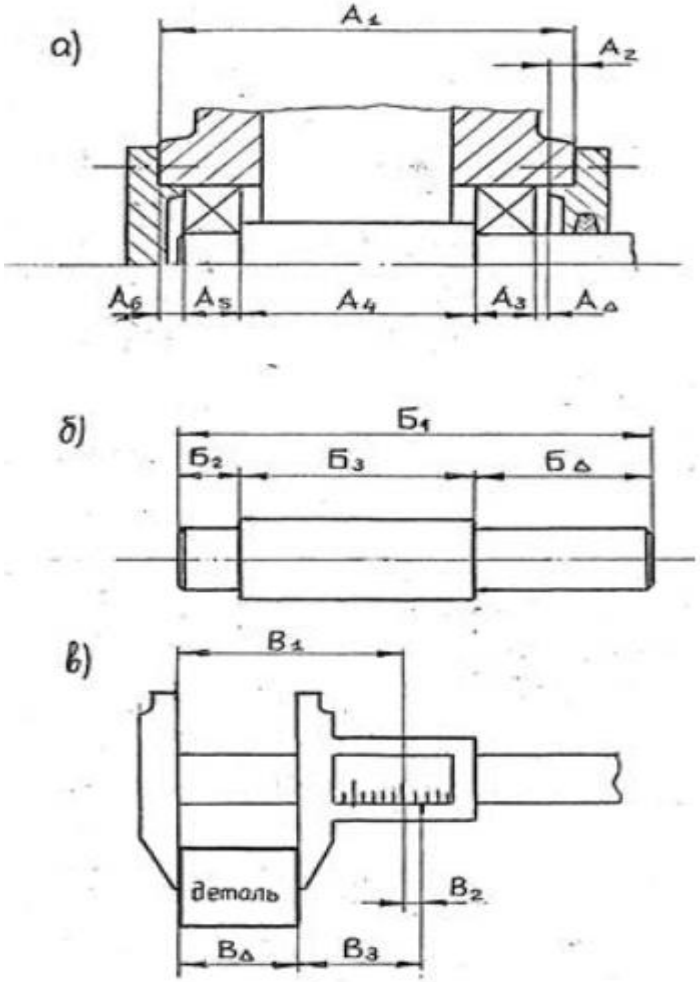

Рисунок 1 Примеры размерных цепей
1. Сборочная размерная цепь (рис.1.а) Размеры A_1, A_2, A_3, A_4, A_5, A_6, должны быть выполнены так, чтобы в соединении был обеспечен зазор A_Δ.
2. Подетальная размерная цепь (рис.1.б) Требуется изготовить размеры $Б_1$, $Б_2$, $Б_3$ с такой точностью, чтобы был выдержан справочный размер $Б_\Delta$.
3. Измерительная размерная цепь (рис.1.в) Измеряется размер детали B_Δ. B_1, B_2, B_3 - размеры инструмента. Точность измерения определяется точностью размеров B_1, B_2, B_3.